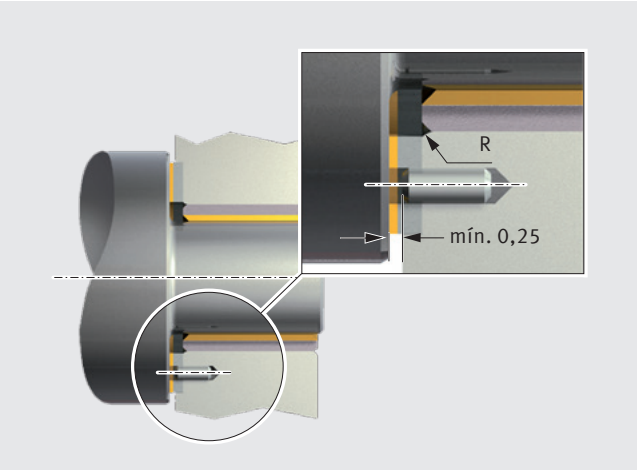

Fig. 41: Fijación de una arandela de tope PAW en una escotadura de la carcasa
- El asiento concéntrico se fija con la escotadura en la carcasa (Fig. 41)
- El giro no deseado se evita gracias a pasadores de ajuste o tornillos de cabeza avellanada (Fig. 41 y 42)
- la cabeza del tornillo o el pasador de ajuste se tiene que haber reajustado frente a la superficie de deslizamiento como mínimo 0,25 mm (Fig. 41 y 42)